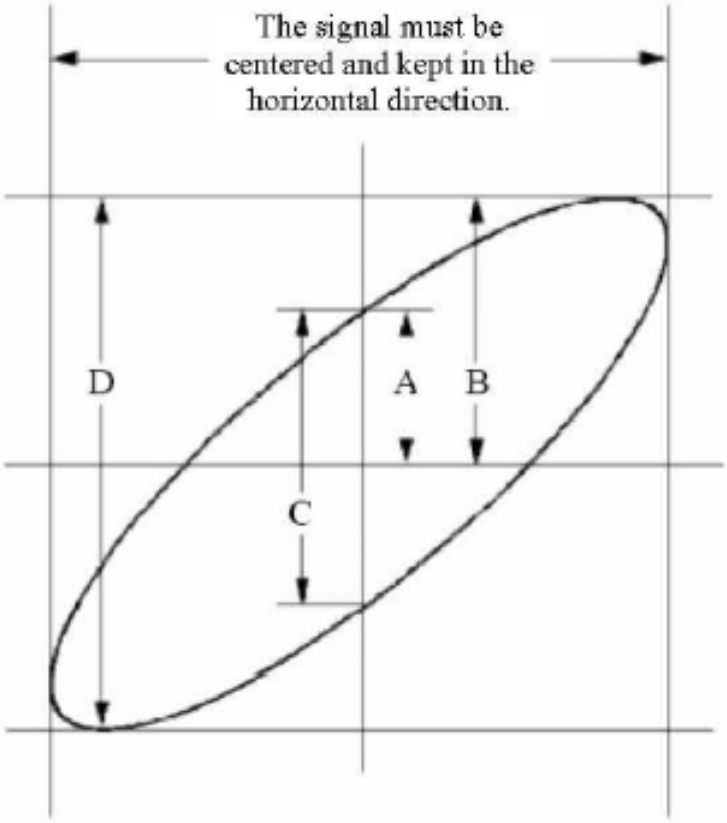

Abb. 59 Lissajousfigur
8. Beobachten und berechnen Sie die Phasendifferenz mit der elliptischen Oszillogramm-Methode (siehe Abb. 59).